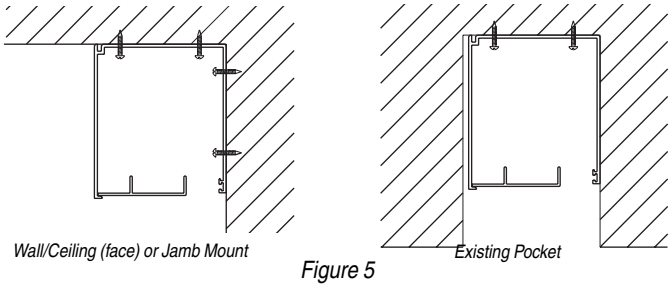

*Figure 5*
④ Verify dimensions of opening and refer to order for overall dimensions of the unit. Determine location of head box directly above and centered on the opening. It is critical that the head box is installed absolutely level (use shims and caulking if needed). Install head box assembly using appropriate fasteners through pre-drilled holes in end caps, then drill through cover for wall ceiling mounting (see Fig. 5).